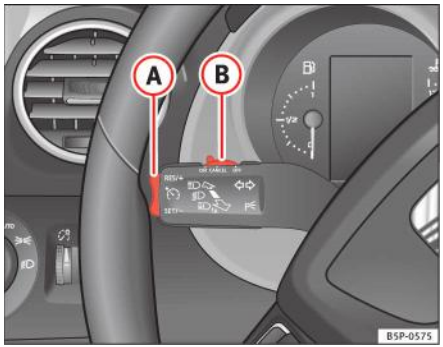

Fig. 150 Maneta pentru semnalizarea direcției şi faza lungă: comutatorul şi comutatorul basculant pentru tempomat
– Când a fost atinsă viteza pe care doriți să o setați, apăsați scurt, o singură dată, partea inferioară **SET/-** a butonului basculant ⇒ fig. 150 (A).